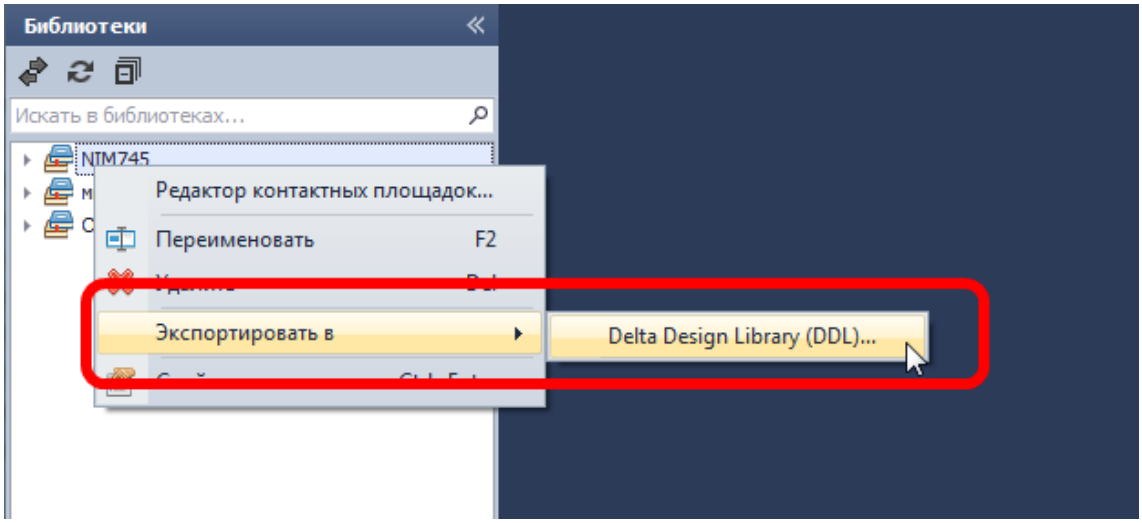

Рис. 112. Выбор формата экспортируемых данных
3. С помощью выпадающего списка выберите формат, в котором будут экспортированы данные из библиотеки, см. Рис. 112.